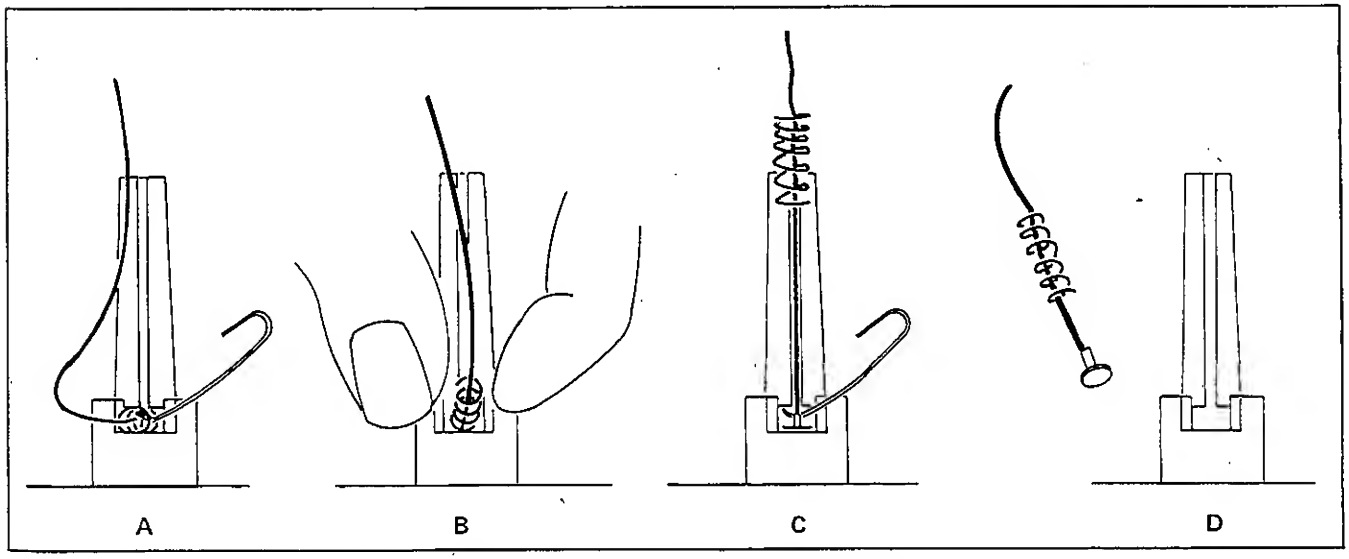

Figure 4-1. Removing the mA Input Line
d. Keep tension on the wire so that the rear end of the spring is as shown in Figure 4-1, part A.
e. Insert the hook of the paper clip as shown in Figure 4-1 part A. Gently pry upwards until a few turns of the spring are free from the fuse holder.
f. Grasp the spring as shown in Figure 4-1, part B and turn counterclockwise until the spring comes completely free of the fuse holder.
i. With the paper clip, pry the spring retainer free of the fuse holder as shown in Figure 4-1, part C.
j. Pull the wire free of the slot in the fuse holder. Figure 4-1, part D shows the mA input line free of the fuse holder.